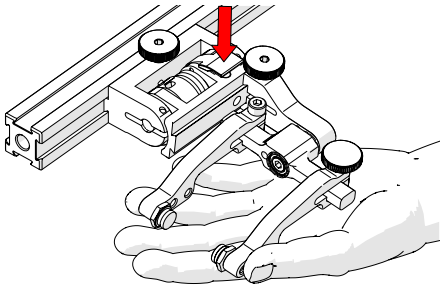

Fig. 150 - Lift slightly and press Latch
2. Lift probe holder slightly and press the latch button *(Fig. 150)* to release the probe holder the full 45° degrees.